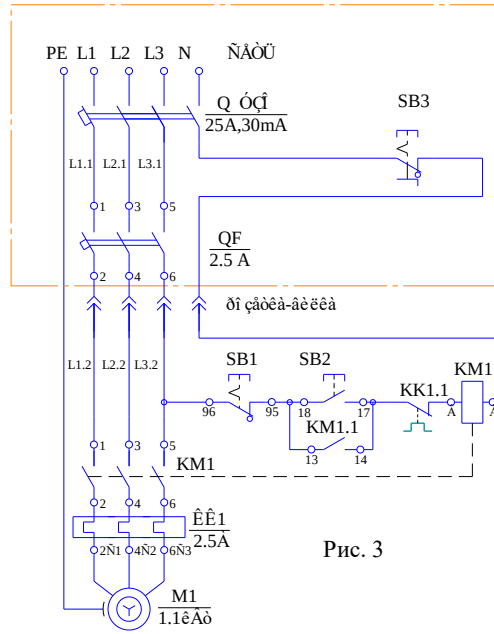

Рис. 3
5.6 Подключение Установок к источнику питания осуществляется по схеме рис. 3.
6.2.7 Выполнить подключение (рис.3) при этом: